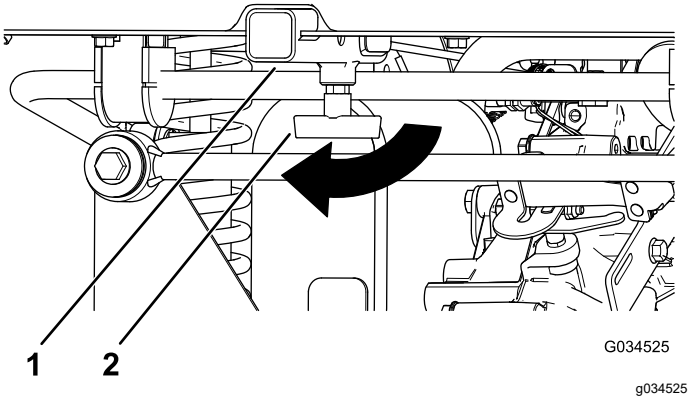

Bild 19
1. Drehen Sie den T-Bügel nach rechts, um ihn zu lösen (Bild 19).
2. Setzen Sie das Zubehör in die Aufnahme, bis die Löcher ausgefluchtet sind (Bild 19).